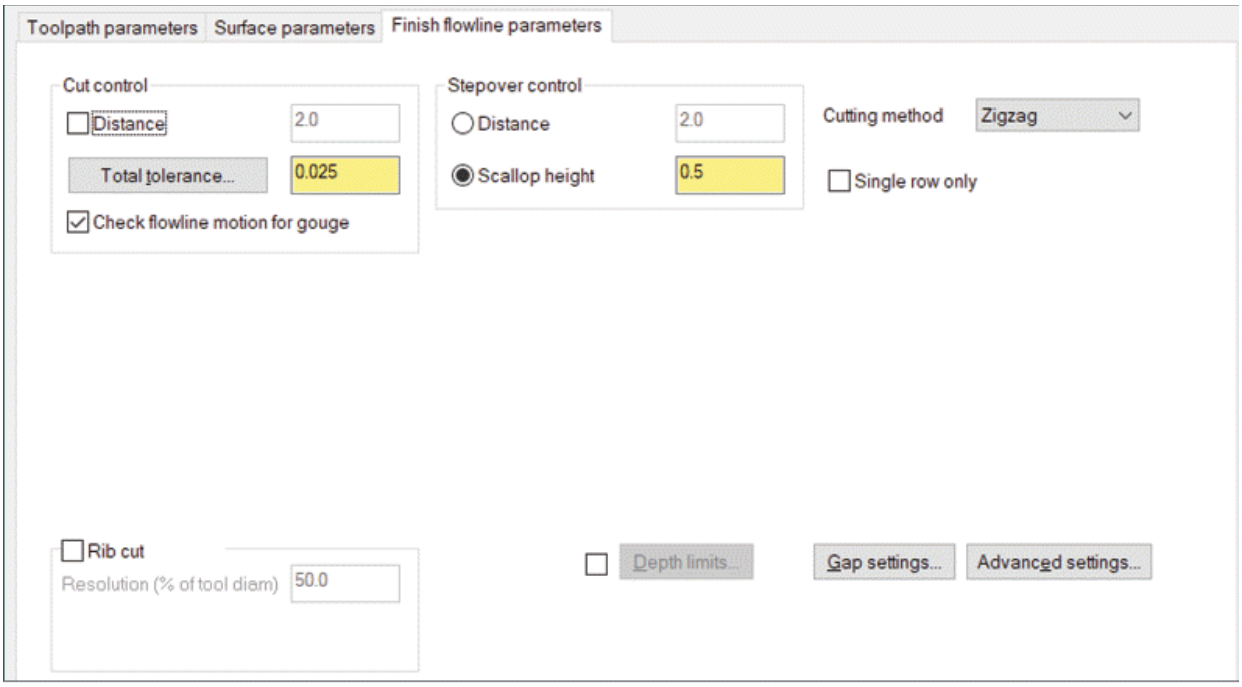

Figure-64. Rough flowline parameters tab
- Click on the **Finish flowline parameters** tab. The options in the dialog box will be displayed as shown in Figure-64.